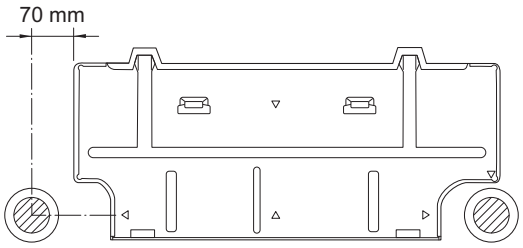

Fig. 2-202
(1) Place the rear panel from the indoor unit on the wall at the location selected. Make sure the panel is horizontal, using a carpenter's level or tape measure to measure down from the ceiling. Wait until after cutting the hole before attaching the rear panel to the wall.
(2) Determine which side of the unit you should make the hole for tubing and wiring. (Fig. 2-202)
In the case of left-rear tubing, use the measurement points from the edge of the rear panel for precise placement of the hose outlet. (Fig. 2-202)